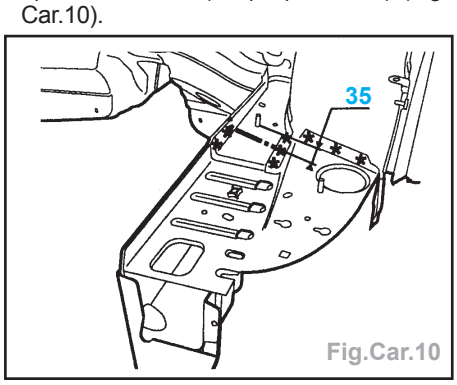

Fig.Car.10
- Tracer puis découper à l'aide d'une meule épaisseur 1 mm (coupe provisoire) (Fig. Car.10).